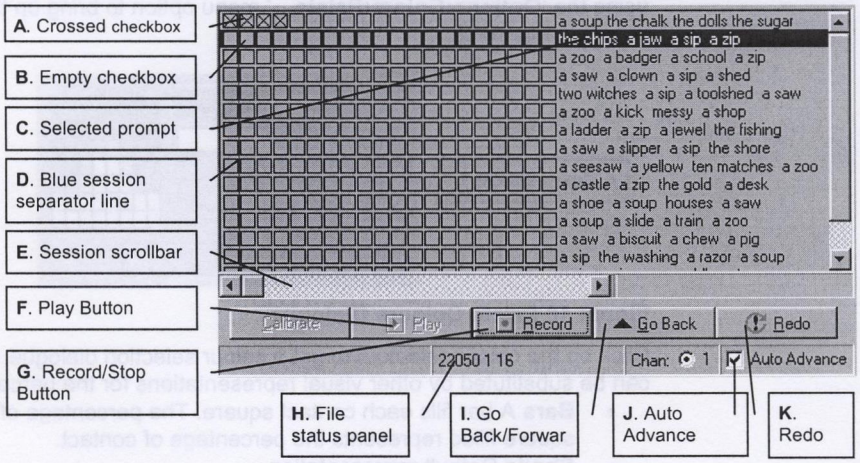

Figure 16 Recording Listbox, Buttons and Status bar
1. Select the prompt to be recorded by clicking on the prompt in the prompt list (Figure 16**C**) so that the selected prompt is highlighted.
A recorded file is represented by a crossed box in the 'Prompt List' display (Figure 16**A**). Empty boxes (Figure 16**B**) are simply place markers showing than no data was recorded for a particular session or prompt. To play a file that has been recorded by the current client, simply select a file by clicking on a crossed box opposite a prompt. The crossed box will turn white.
The date and time of a recording is automatically stored. All recordings made in one day are grouped and separated by a blue session separator line (Figure 16**D**) . If you hover the cursor over a box in the 'Prompt List' display the date and time of the recording are revealed as a 'Hint' next to the cursor. The date and time of a recorded file are also displayed ion the status panel (Figure 16**H**) if a file is selected.
For convenience, it is possible to make the prompt advance automatically to the next one in the list by checking the Auto Advance checkbox (Figure 16**J**). When Auto Advance is checked, the Go Forward button is replaced by a Go Back button . Using the Go Back button it is possible to move back to the last recorded file.
The file status panel (Figure 16**H**) Shows the sample rate (default = 22050Hz) number of channels (default = 1 for mono recording) and the number of bits per sample (default:16). When a recorded file is selected, the file status panel displays the prompt text with the date and time that the file was recorded.